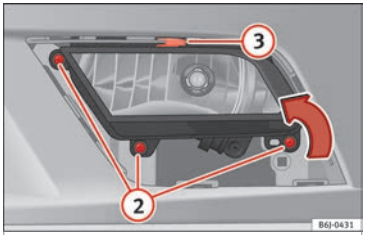

Fig. 102 Front fog light.
– Remove the 3 bolts ››› **Fig. 102** ② to remove the fog light.
– Remove the metal clip situated on the upper part of the fog light by pulling towards the exterior of the vehicle ››› **Fig. 102** ③.